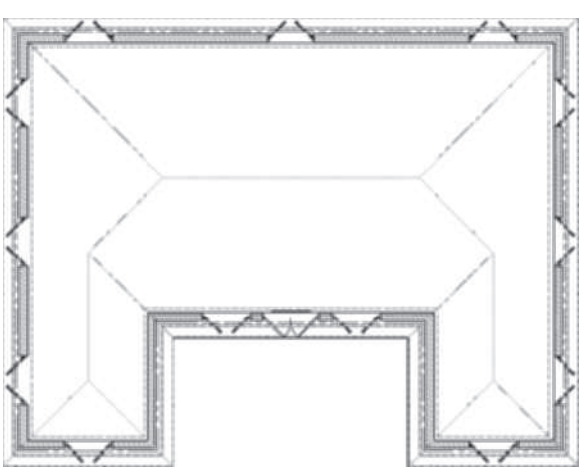

FIGURE 12.77 *Windows added to floor plan*
32. Select an existing double-casement window, right-click, and choose **Add Selected**. Verify that Position along wall = **Offset/Center** and that Automatic offset = **3'-0" [900]**. Place additional windows as shown in Figure 12.77. Save and close the drawing.